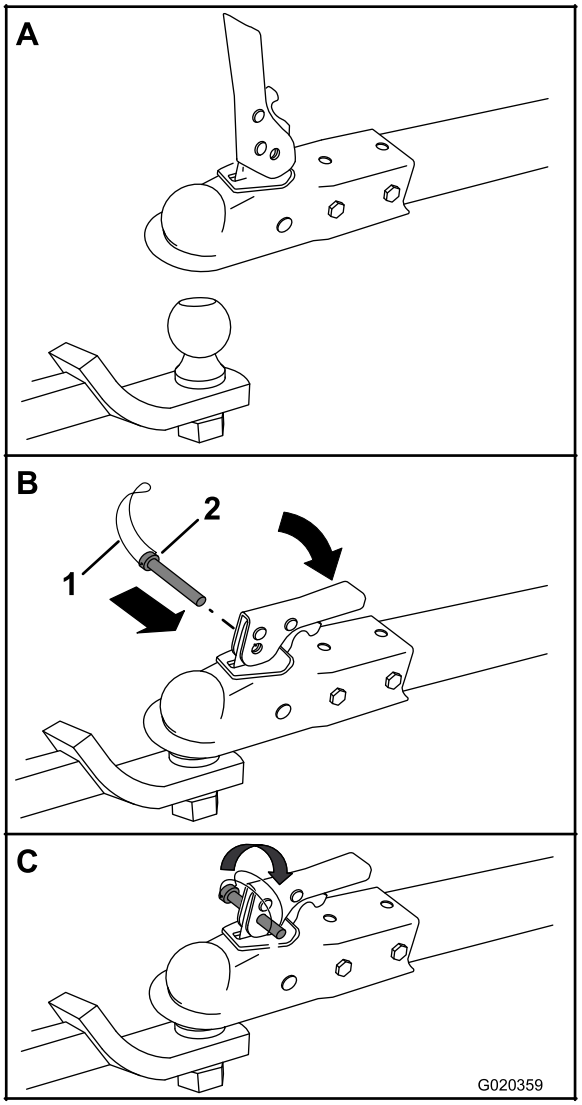

Figure 19
3. Ouvrez le verrou de la tête d'attelage (Figure 19).
4. Placez la tête d'attelage au sommet de la boule d'attelage (Figure 19).
5. Fermez le verrou de la tête d'attelage (Figure 19).
6. Ouvrez le bras de la goupille de sécurité et insérez la goupille dans le trou du verrou (Figure 19).
7. Rabattez l'extrémité libre du bras sur le côté de la goupille de sécurité qui dépasse du verrou (Figure 19).